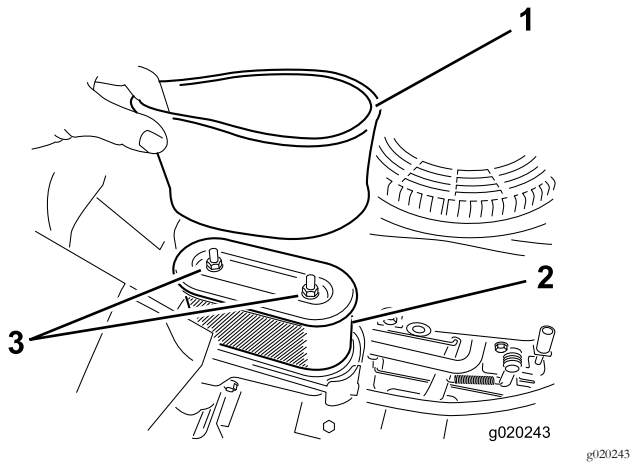

Figuur 36
4. Verwijder voorzichtig het schuimelement en het papierelement uit de behuizing van het luchtfilter (Figuur 36).
1. Monteer het schuimfilter op het papieren filterelement (Figuur 36).